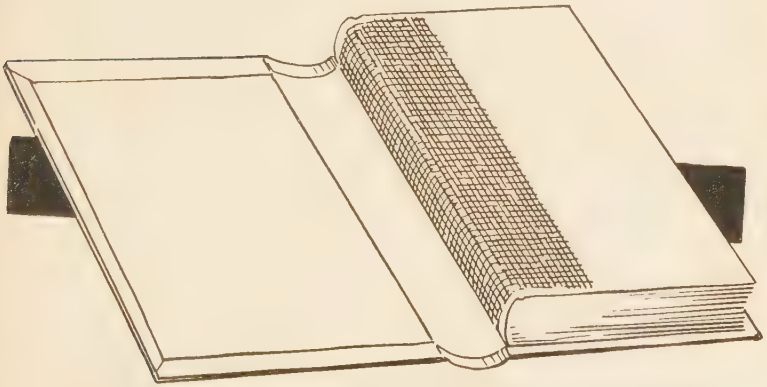

FIG. 214—LINED-UP BOOK LAID ON COVER TO TEST FIT OF COVER
2. Lay book on right half of cover, head of book to top of cover, front edge to right, under-side joint of book just projecting over the edge of board *in the back space.* (Fig. 214.)
1. Lay out book on cover as in Fig. 214.